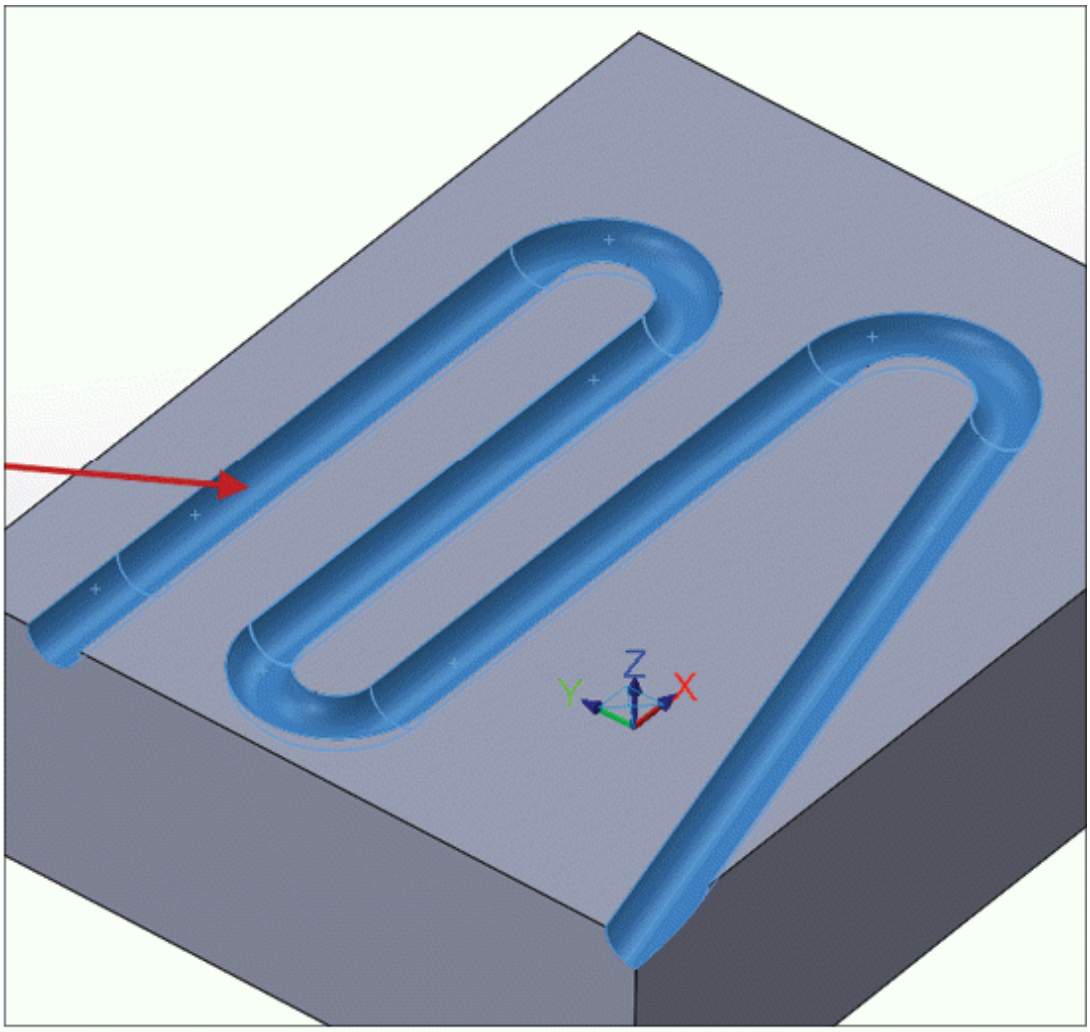
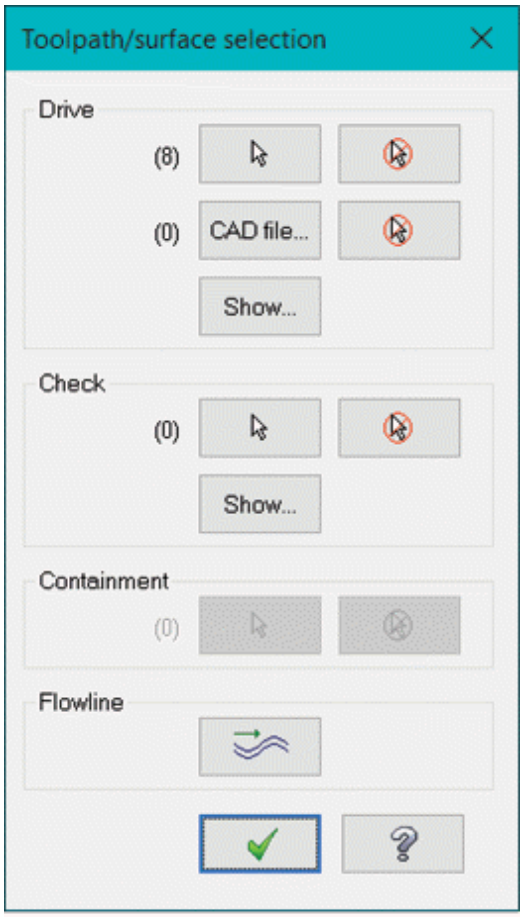

Figure-60. Faces selected for flowline toolpath
Figure-61. Toolpath surface selection dialog box
- Select the faces of the runners/channels in the part; refer to Figure-60 and press **ENTER**. The **Toolpath/surface selection** dialog box will be displayed; refer to Figure-61.